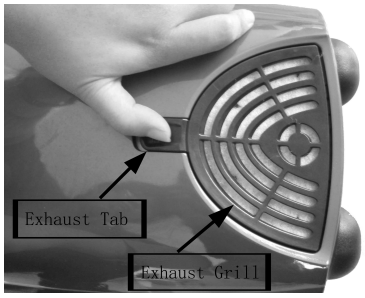

Fig. 6
1. Pull up and hold the exhaust tab and pull out the exhaust cover. (Fig. 6)